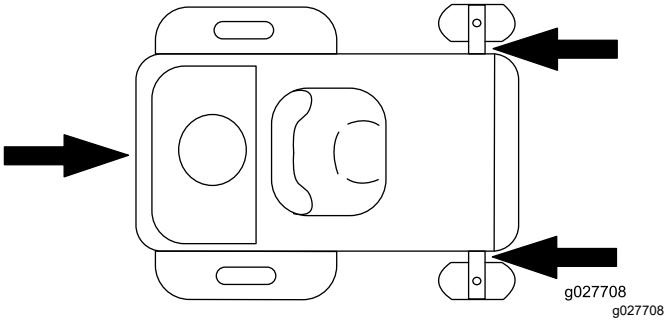

Figur 34
6. Fest maskinen nær de fremre styrehjulene og den bakre rammen med stropper, kjettinger, kabler eller tau (Figur 34). Se lokale bestemmelser for krav om festing.